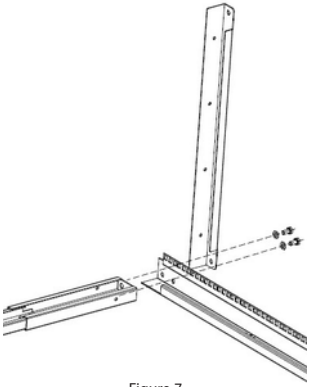

Figure 7
17. Insert eight **M8 Bolts** through eight **M8 Washers** and into the holes in the **Top Brackets** and the tops of the **Vertical Rails**. *(Figure 7)*